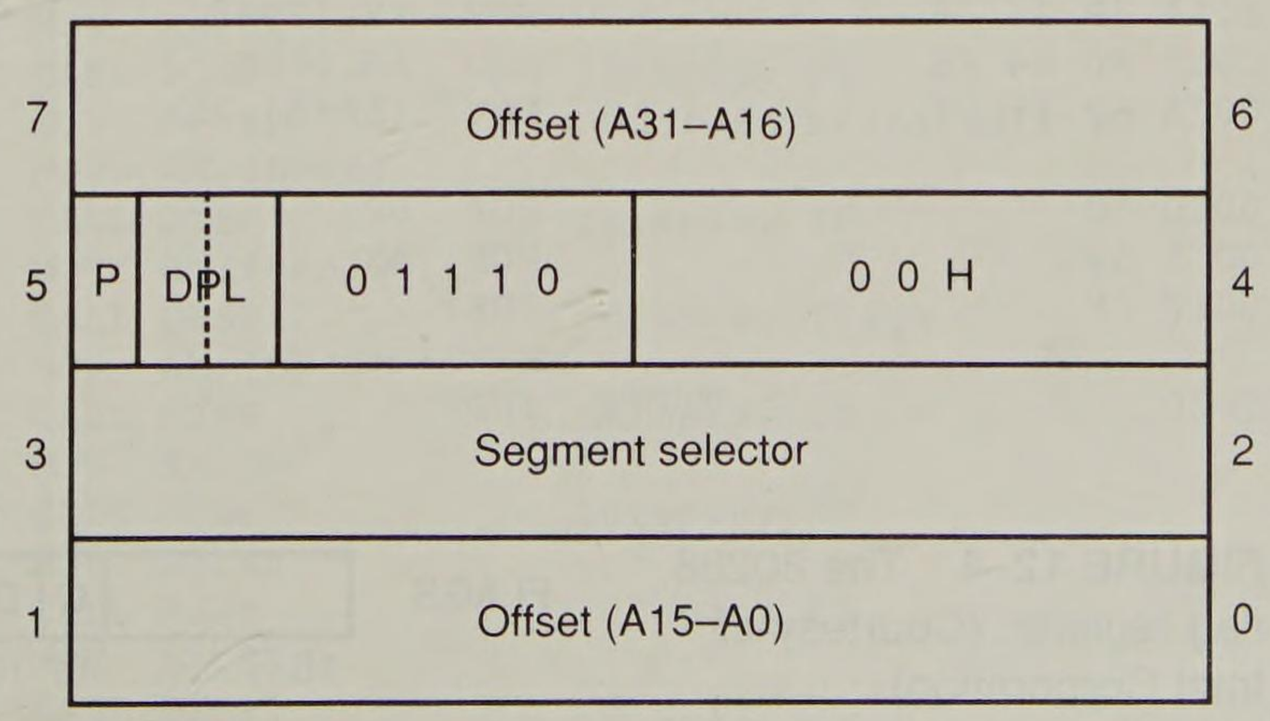

**FIGURE 12–3** The protected-mode interrupt descriptor.
Each entry in the IDT contains the address of the interrupt service procedure in the form of a segment selector and a 32-bit offset address. It also contains the P bit (present) and DPL bits to describe the privilege level of the interrupt. Figure 12–3 shows the contents of the interrupt descriptor.
The interrupt flag (IF) and the trap flag (TF) are both cleared after the contents of the flag register are stacked during an interrupt. Figure 12–4 illustrates the contents of the flag register and the location of IF and TF. When the IF bit is set, it allows the INTR pin to cause